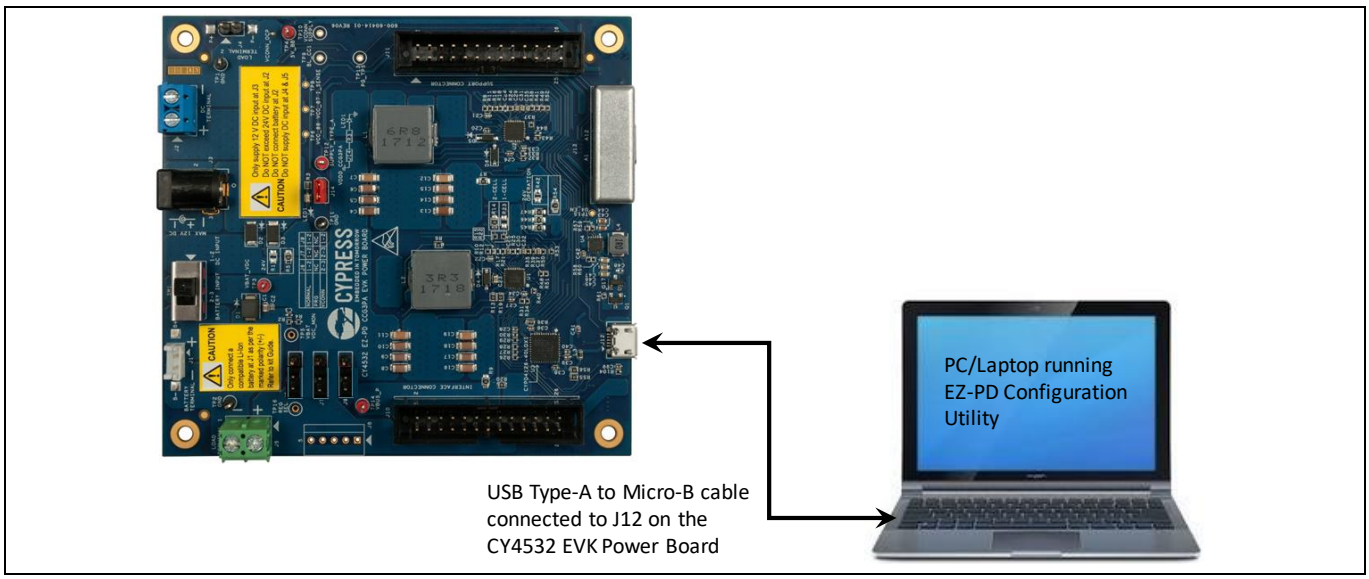

**Figure 8 Updating the firmware of the CCG4 device on the CY4532 EZ-PD™ CCG3PA EVK power board**
4. Connect a USB Type-A to Micro-B cable from a host PC to connector J12 on the power board, as shown in Figure 8.